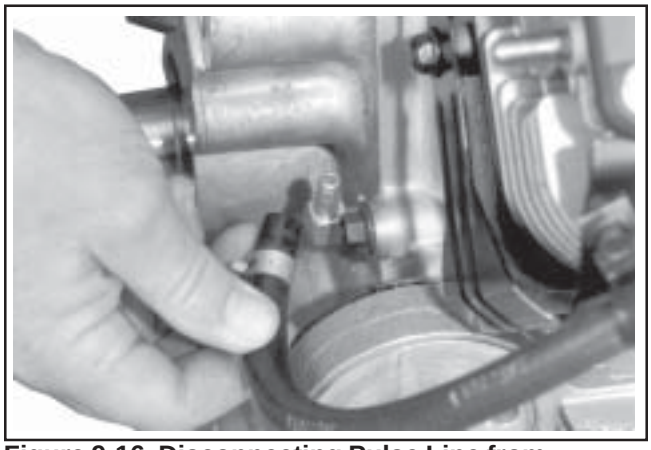

Figure 9-16. Disconnecting Pulse Line from Crankcase.
2. Disconnect the pulse (vacuum) line from the crankcase, or from the valve cover on earlier models. See Figures 9-16 and 9-17.